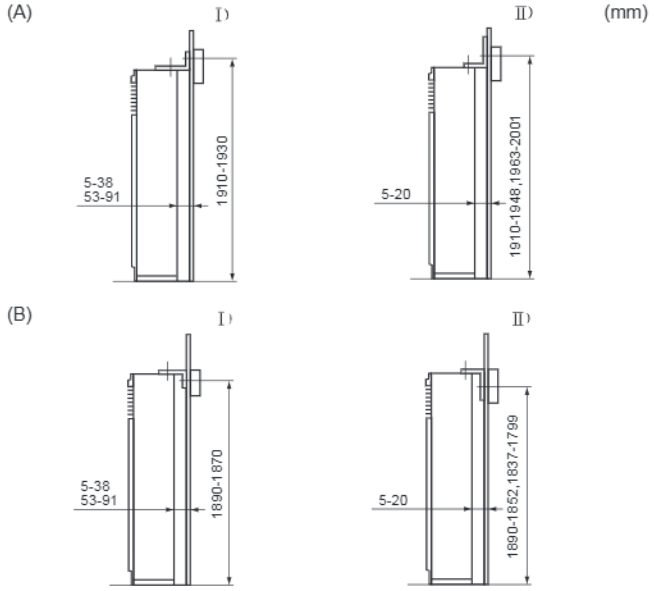

Fig. 3-3
(1) Tip-over prevention bracket
- (A) Tapping screws 4 × 10 (with washer)
- (B) The long edge of the unit
- (C) The short edge of the unit
The tip-over prevention bracket (1) is set on the top surface of the unit. Remove the tapping screws (2), and then reinstall the bracket, as shown in the illustration. For the proper installation distances, see Fig. 3-3.
- (D) Screw
- (E) Remove the screw (D) and then pull the grill forward to remove it.
3.3. Mounting the tip-over prevention bracket (Fig. 3-3)